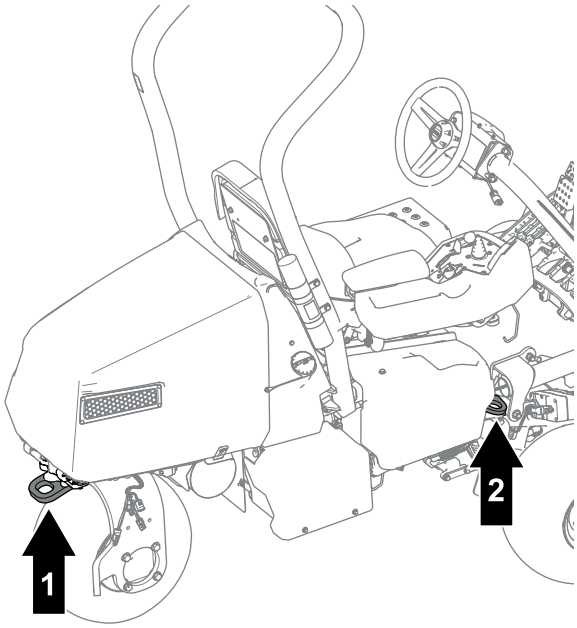

Figur 32
- Fastgør maskinen med stropper, kæder, kabler eller reb. Både den forreste og bageste strop bør føres ned og udad fra maskinen (Figur 32).